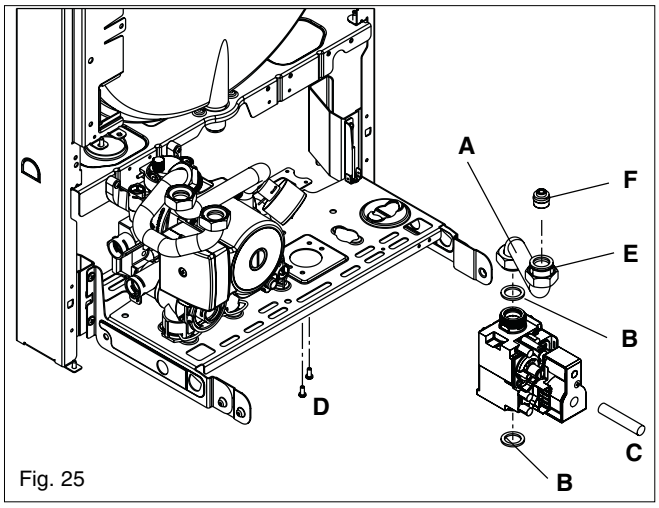

Fig. 25
6.12 GAS VALVE (fig. 25)
6.12.1 INJECTOR (fig. 25)